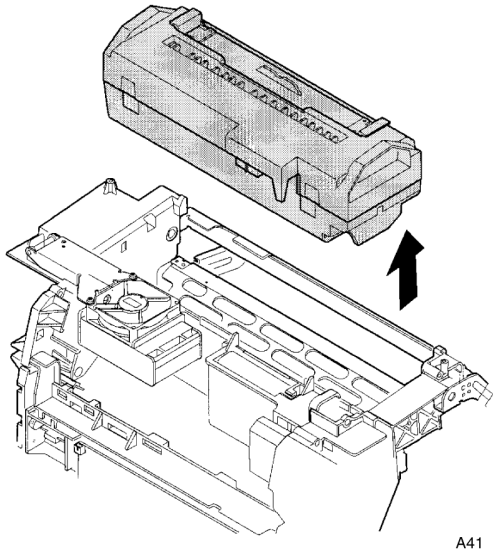

Рисунок 1. Снятие узла фьюзера
2. (Рисунок 1): Снимите узел фьюзера.